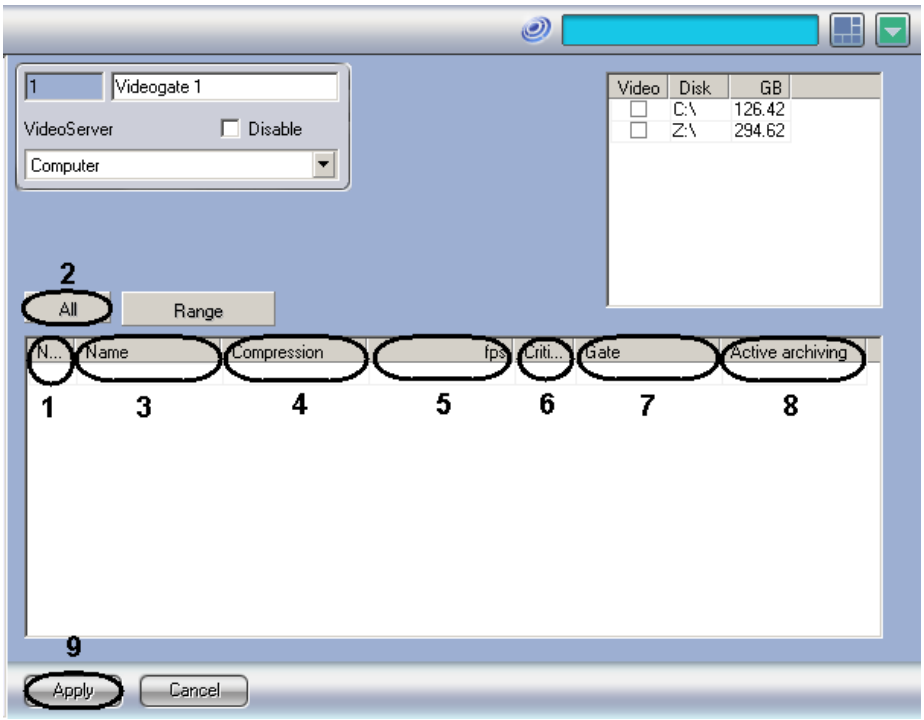

Figure 8.13-4. Selection of video cameras
1. Go to the settings panel of Videogate system object (Figure 8.13-4).
2. From the dropdown list in the column Number select the number of the required video camera (Figure 8.13-4, 1).
Note. To select all cameras, registered in the system, click the “ALL” button (Figure 8.13-4, 2).
3. In result in the column Name the name of the selected camera will be displayed (Figure 8.13-4, 3).
4. In case, when compression level of the video signal for transmitting through the Videogate, select from the dropdown list in the column Compression the required compression level of video signal (Figure 8.13-4, 4). Compression level of the video signal rises from «0» (compression is absent) to «5» (maximum compression).
5. In case, when video signal has to be thinned out for its transmitting through the Videogate, enter in the field in the column «fps» the required frame rate of the video signal (Figure 8.13-4, 5).
6. In case, when transmission of video signals through the local net or from the Server to the Videogate has to be controlled, enter in the field in the column Critical rate minimal available value of frame rate of video signals, transmitted to the Videogate (Figure 8.13-4, 6).
7. In case, when video signal from the selected video camera is to be received from the other "Videogate" object, then select the name of this object from the dropdown list in the "Gate" column (Figure 8.13-4, 7).
8. In case, when the video signal from the selected camera has to be transmitted from the Active archiving object, select the name of this object from the dropdown list in the Active archive (Figure 8.13-4, 8).
10. To save all the changes click Apply button (Figure 8.13-4, 9).